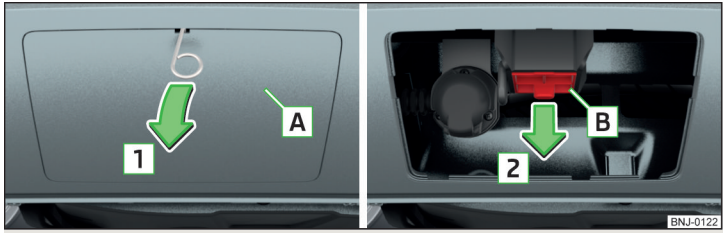

Fig. 154 **Retirar la tapa: en el parachoques trasero / para la cavidad de alojamiento**
- › Retire la caperuza para la ranura de toma A en la dirección de la flecha 1 » fig. 154 con ayuda del estribo correspondiente a la herramienta a bordo para retirar los tapacubos.
› Coloque la caperuza B » fig. 154 *de la pág. 126* en sentido contrario de la flecha 2.
› Coloque la caperuza protectora A » fig. 154 *de la pág. 126* por los "ganchitos" situados en el área inferior del parachoques.